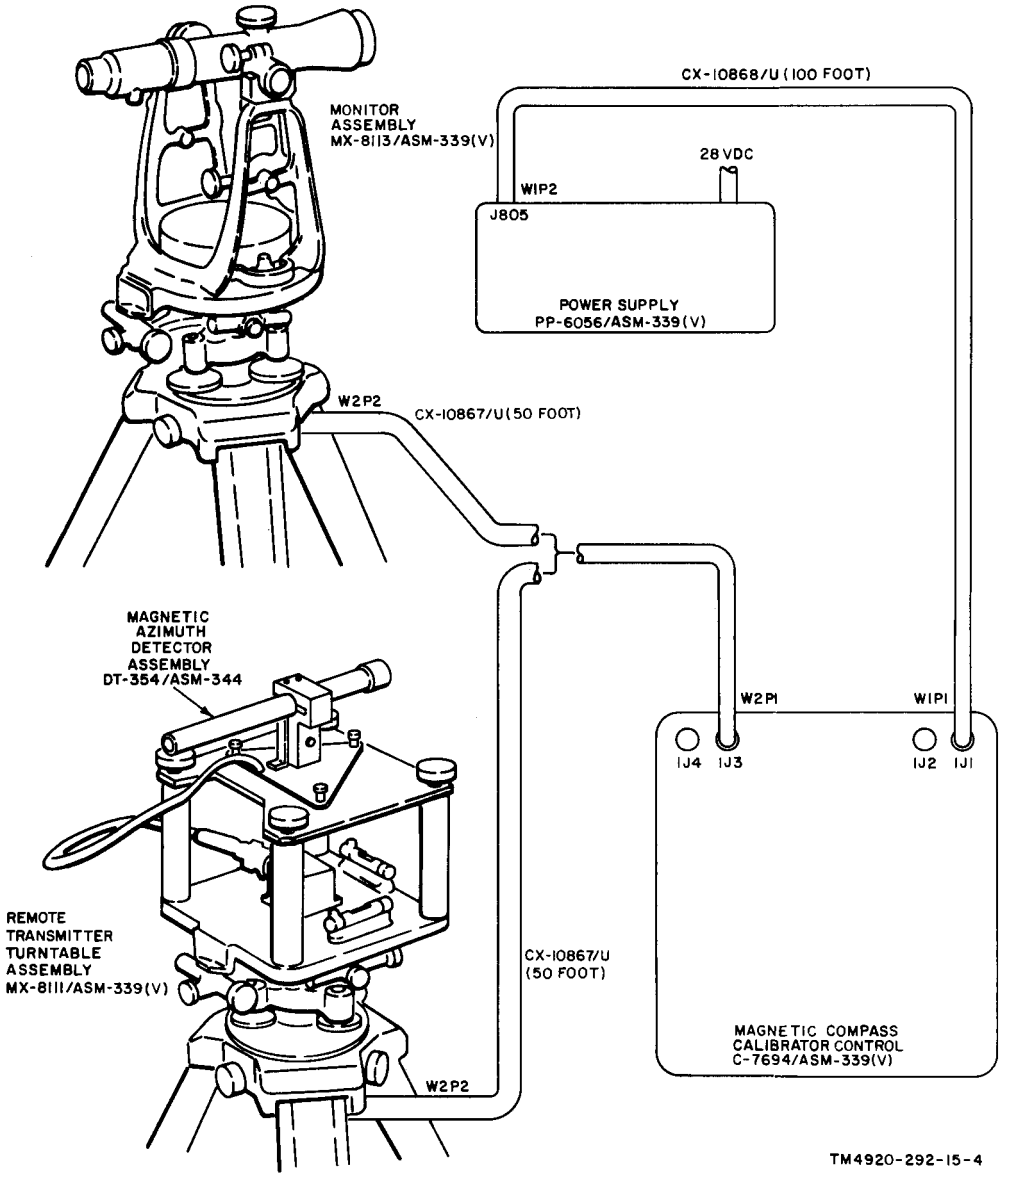

Figure 11-4. Test setup for monitor assembly magnetic alignment test.
a. Set up equipment as shown in figure 11-4.
c. Mount magnetic azimuth reference detector on turntable assembly as shown in figure 11-4.
l. Rotate turntable to sight a target at a distance of at least $^1/_2$ mile, Record turntable azimuth scale indication as target bearing (B).
v. Set up and level monitor assembly on tripod as shown in figure 11-4.